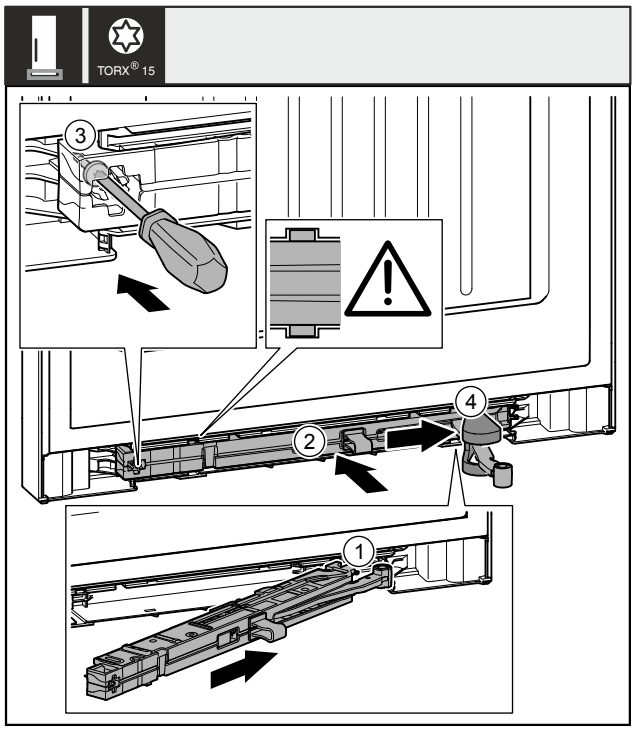

Fig. 53
▶ 将托架侧面的关门阻尼单元 *Fig. 53 (1)*倾斜插入凹槽直至止挡装置。
▶ 将关门阻尼单元 *Fig. 53 (2)*完全地推入凹槽。
▶ 用螺丝刀拧紧螺钉 *Fig. 53 (3)*。
▶ 将盖板 *Fig. 53 (4)*推到铰链上方。